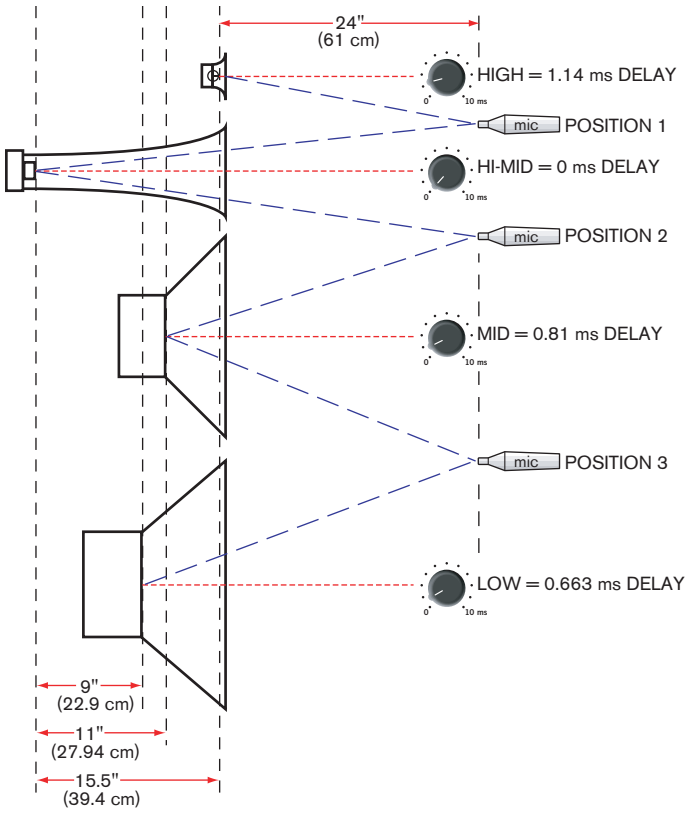

Figure 4. Delay setttings calculated using furthest driver as zero.
2. Take the distance, *measured in inches*, for each driver and divide by 13.57. This gives the delay in milliseconds and pot rotation in "fractional-dots." See Figure 4.
OK, so you want to do this the hard way. The following example outlines one method for Signal Delay alignment of the system shown in Figure 4. The procedure easily adapts to other configurations.
e. Place the RA 30 analyzer microphone about 24 inches [60 cm] away from the speaker stack, as close to equidistant to each driver as possible (see Figure 4).
5. Set the Delays starting with the driver furthest back (the one that gets zero delay) and work outward (see Figure 4).
a. Place CAL MIC in Position 1 as shown in Figure 4.
i) Referring to Figure 4, note the Hi-Mid Output is the furthest back and requires no delay.
a. Place CAL MIC in Position 2 as shown in Figure 4.
i) Referring to Figure 4, note that the Hi-Mid Output is the furthest back and requires no delay.
a. Place CAL MIC in Position 3 as shown in Figure 4.